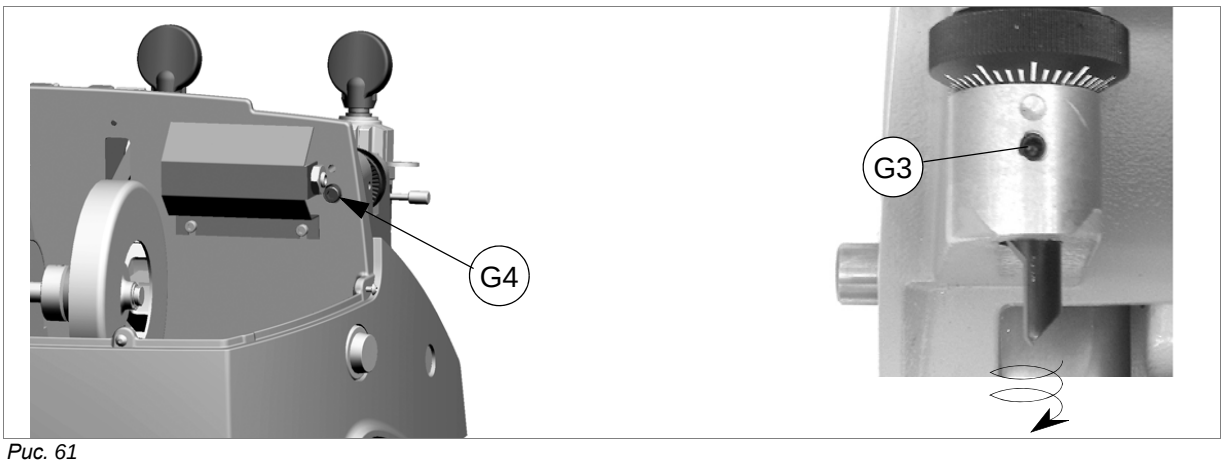

Рис. 61
2) Ослабьте винт (G4) (рис. 61).